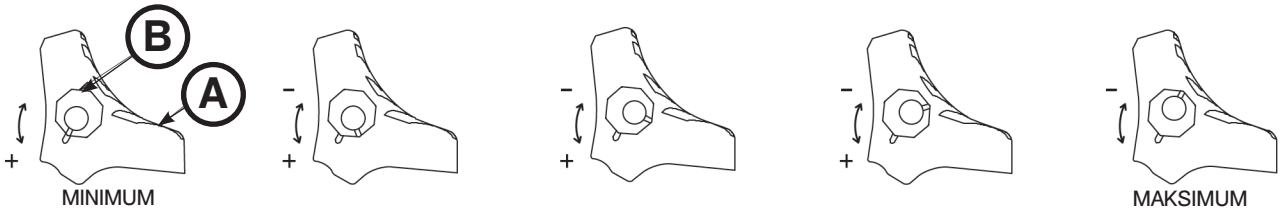

Figur 70
1. Fjern sokkelskruen fra midten af låsepedalen ved hjælp af en 5/32" unbrakonøgle og en 7/16" stjernegaffelnøgle eller topnøgle. Hjullåsen har indledningsvist pedalen indstillet på minimum låsestyrke. Mærket på pedalen (A) står ud for mærket på den ottekantede muffe (B) (Figur 70).
2. Fjern muffen (B). Drej muffen mod uret for at øge pedalens låsestyrke og med uret for at reducere pedalens låsestyrke. Sæt muffen i pedalen (Figur 70).